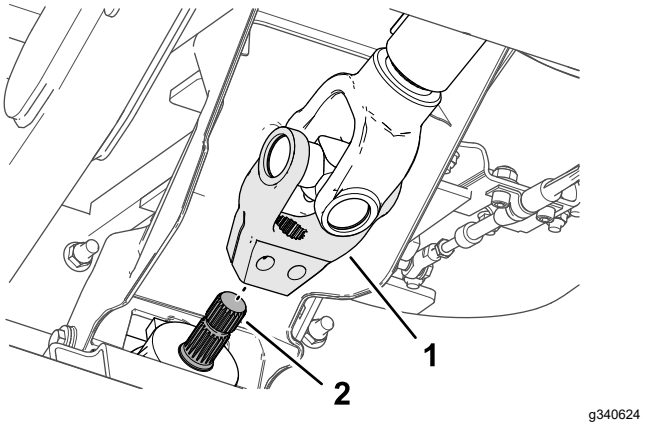

Figur 18
5. Rikta in räfflorna på drivaxeln med räfflorna på redskapets ingående axel (Figur 18) och skjut oket över axeln.